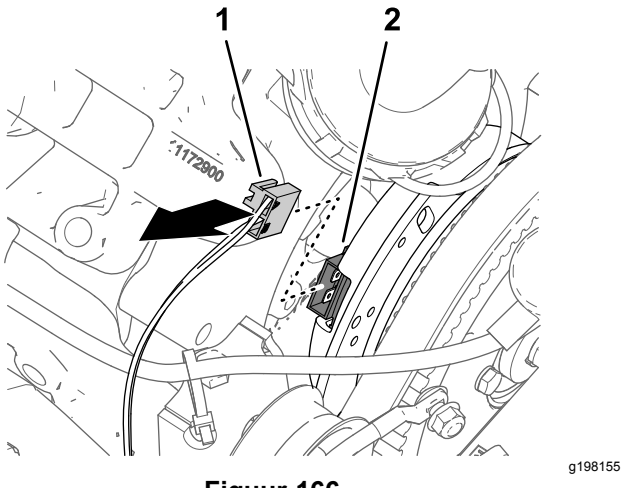

Figuur 166
1. Koppel de connector met 2 contacten van de machinekabelboom aangeduid met SPRAY PUMP COIL (spoel van spuitpomp) af van de stekker met 2 pinnen van de wisselstroomdynamo (Figuur 166).